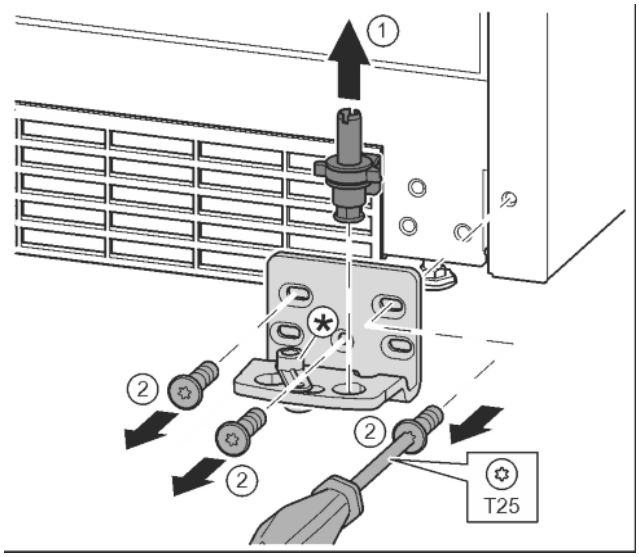

Fig. 11
- ▶ Lift the bearing pin completely upward and remove. *Fig. 11 (1)*
- ▶ Undo the screws with a T25 screwdriver and remove the bearing bracket *Fig. 11 (2)*